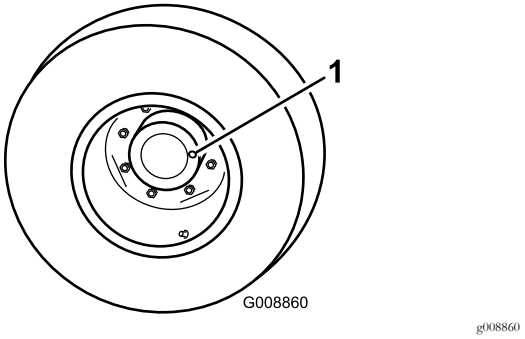

Figur 52
1. Ställ maskinen på en plan yta och placera hjulen så att en kontrollplugg (Figur 52) är i läget klockan 12 och den andra är i läget klockan 3.
1. Kontroll-/avtappningsplugg (2)
2. Ta bort pluggen som sitter i läget klockan 3 (Figur 52).
2. Ta bort kontroll-/påfyllningspluggen på växellådans vänstra sida (Figur 52), och kontrollera att oljan når upp till botten av hålet. Fyll på tillräckligt med olja så att den når botten av hålet om nivån är för låg.